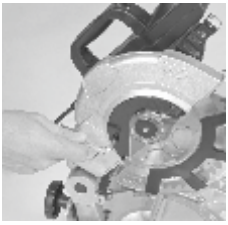

рис. 11.1
- Открутите болт на крышке полотна пилы (рис.11.1)